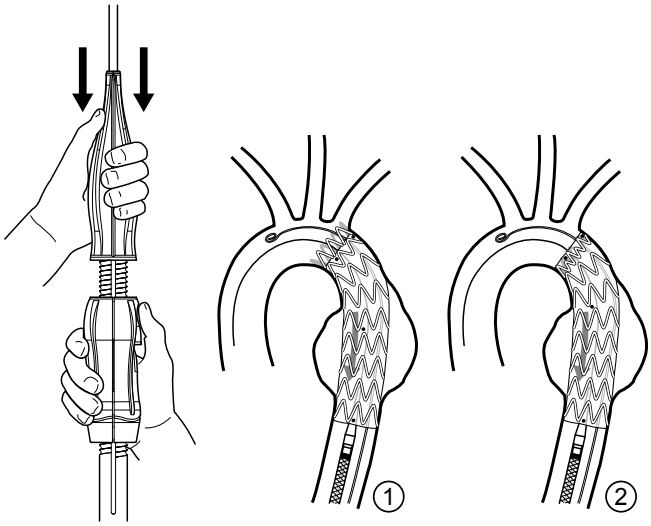

Figura 11. Rimozione del sistema di rilascio
2. Tirare indietro il pulsante di sgancio e, tenendo ben ferma l'impugnatura a scorrimento, avvicinare l'impugnatura anteriore all'impugnatura a scorrimento (figura 11). Osservare sotto guida fluoroscopica continua l'estremità prossimale dell'endoprotesi toracica Valiant Navion mentre si retrae lentamente la punta conica nella guaina esterna del sistema di rilascio.
8. Tenere il sistema di rilascio con una mano sull'impugnatura anteriore e l'altra mano sull'impugnatura a scorrimento. Tirare indietro il pulsante di sgancio e, tenendo ben ferma l'impugnatura a scorrimento, portare l'impugnatura anteriore verso l'impugnatura a scorrimento, come illustrato nella figura 11, Rimozione del sistema di rilascio.